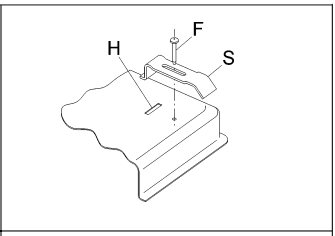

FIG. 10
- La bloquer au moyen des brides "S", en ayant soin d'enfiler la partie saillante dans la fente "H" réalisée sur le fond et en serrant la vis "F" jusqu'à ce que la bride ne bloque plus la table de cuisson sur le plan de travail (voir fig. 10).